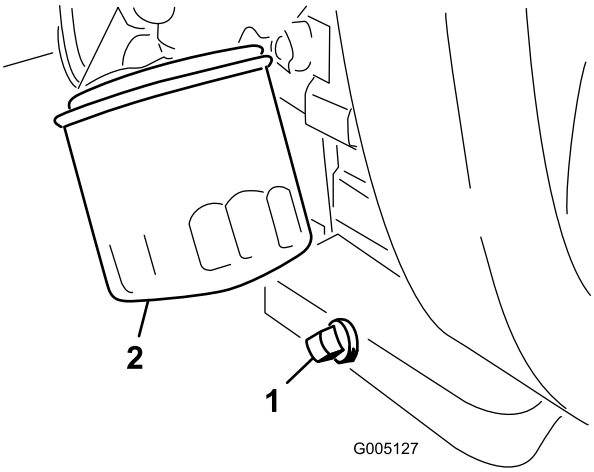

Figur 46
1. Ta bort avtappningspluggen (Figur 46) och låt oljan rinna ned i ett kärl. Sätt tillbaka avtappningspluggen när oljan har slutat rinna.
2. Avlägsna oljefiltret (Figur 46). Stryk på ett tunt lager ren olja på den nya filterpackningen.